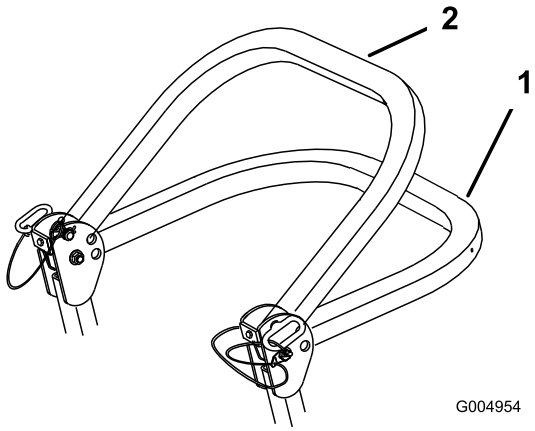

Figur 6
2. Sänk ned störtbågen till nedfällt läge. Det finns två nedfällda lägen. Lägena visas i Figur 6.